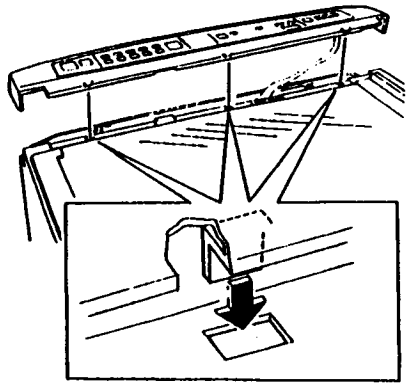

Рис.2 Установка узла панели управления
1. Навесить три собачки на раму оптики и закрепить узел панели управления (рис.2).